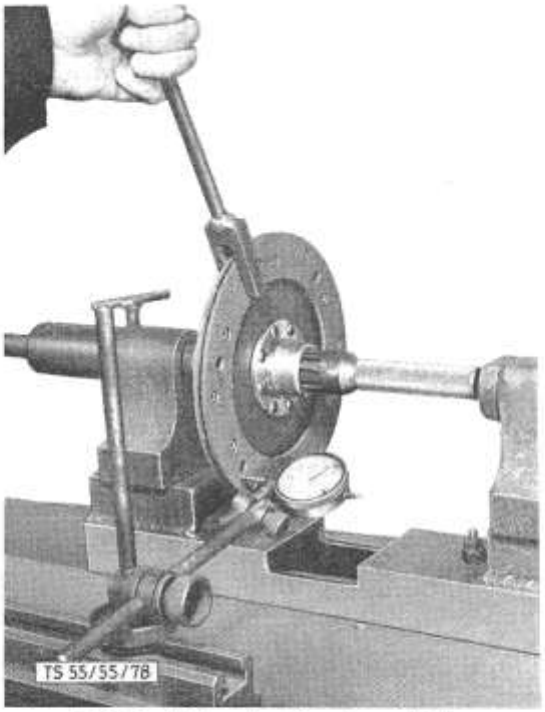

Bild 76: **Richten der Kupplungsscheibe**
1. Abgenommene Kupplungsscheibe (73/6) auf Schlag prüfen (Bild 76). (Schlag darf 0,3 mm nicht überschreiten!)
a) Scheibe auf einen passenden Dorn schieben und zwischen Spitzen spannen (Bild 76). Schlag mit Meßuhr messen! (Höchstzulässig 0,3 mm.) Eventuell Scheibe mit Hilfe einer Gabel richten.